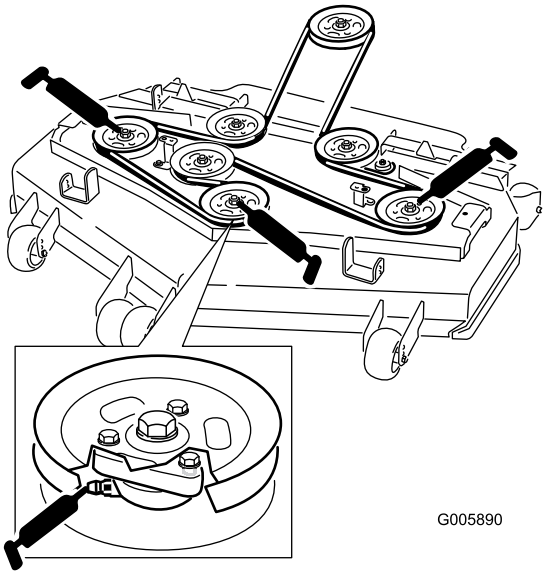

Figura 28
4. Engrase los tres cojinetes de los ejes debajo de las poleas hasta que rezume grasa de las juntas inferiores (Figura 28).
5. Lubrique los puntos de engrase de los brazos de empuje (Figura 28).